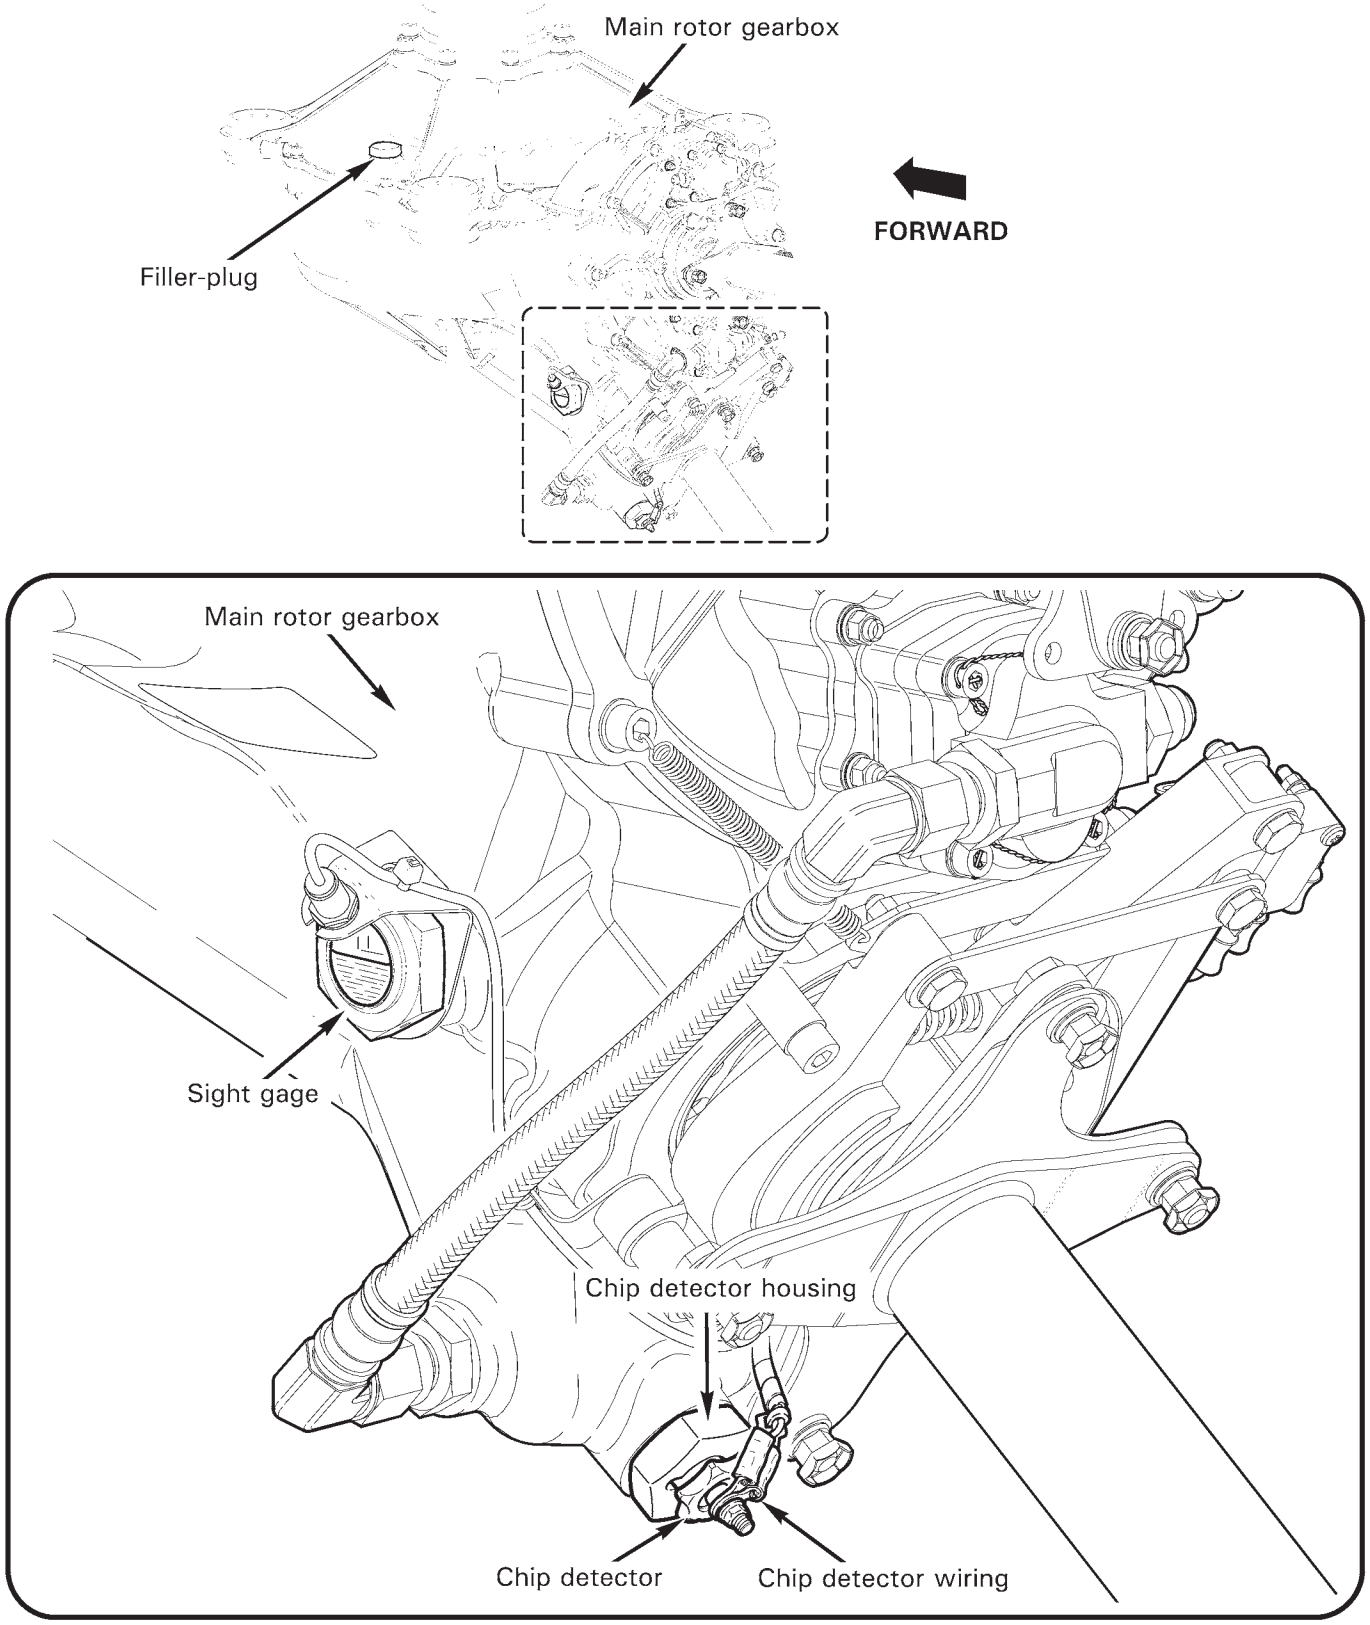

FIGURE 12-1 MAIN ROTOR GEARBOX SERVICING
1. Refer to Figure 12-1. Disconnect chip detector wiring, as required. Remove chip detector from housing.
2. Refer to Figure 12-1. Remove gearbox filler-plug. Fill gearbox with A257-22 lubricant to center of sight glass.
2. Refer to Figure 12-1. Connect chip detector electrical wiring and special torque terminal nut per Section 20-33. Turn BATTERY switch ON and ground detector's central magnetic probe to airframe. Verify appropriate CHIP warning segment illuminates. Turn BATTERY switch OFF.
1. Refer to Figure 12-1. Verify cleanliness and clarity of sight gage. As required, remove sight gage per Part A and clean with approved solvent per Section 20-70. Install sight gage and special torque per Section 20-33.